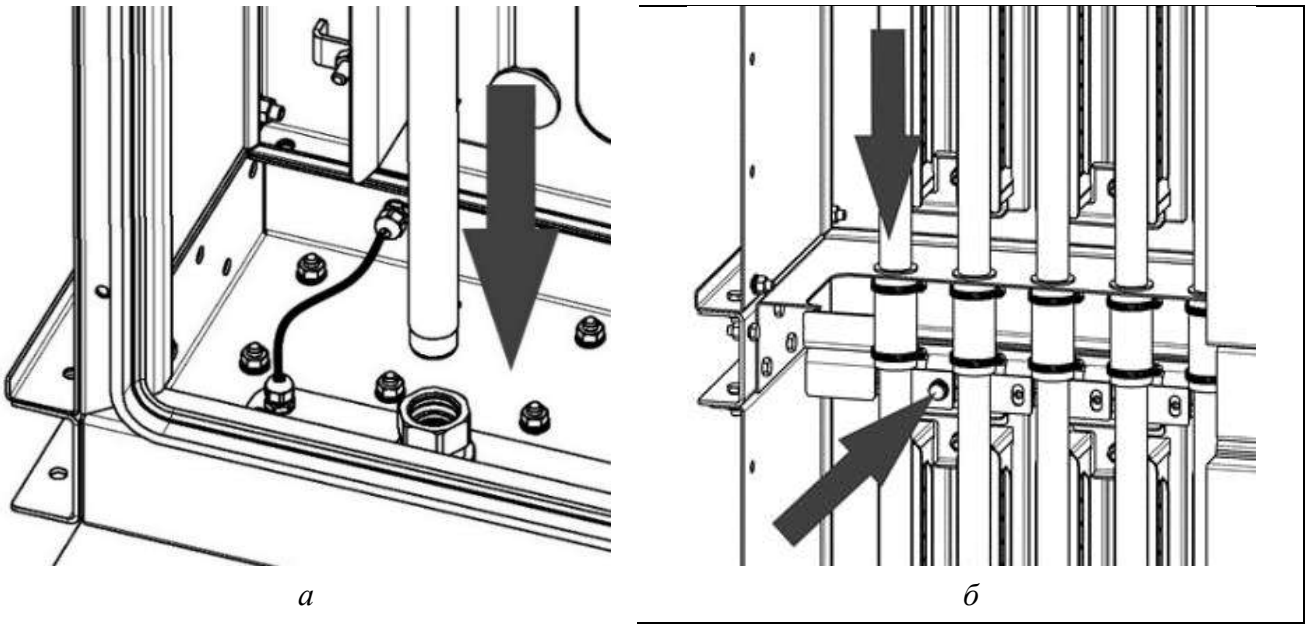

Рисунок 14
5.3.19 Завести продувочные трубки внутрь камеры очищенного газа и установить в соединительные гайки (рисунок 14*а*).